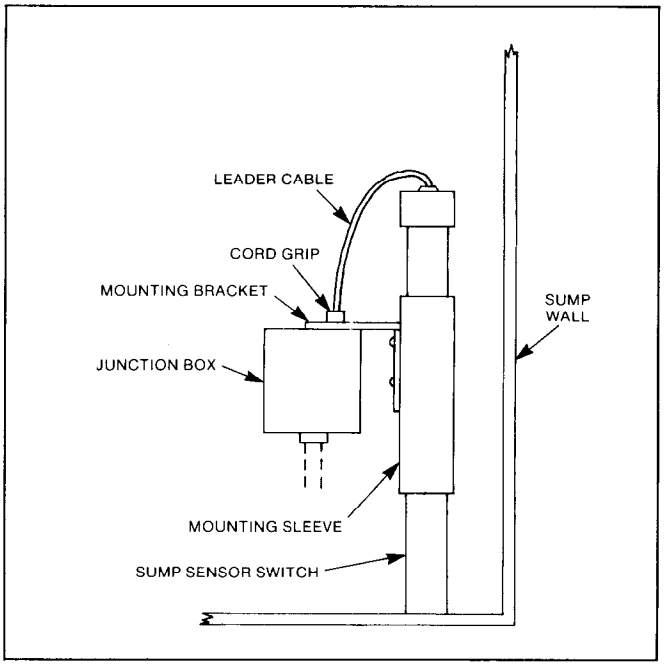
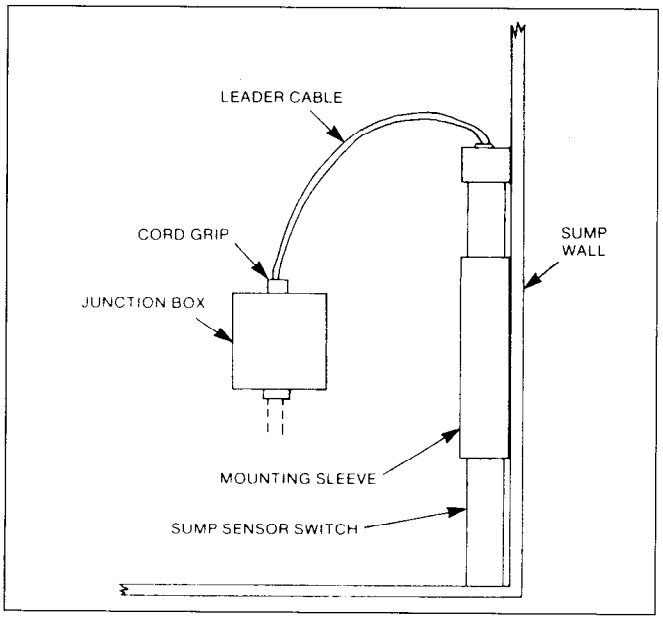

Figure 17. Typical Bracket Mounting.
Figure 18. Mounting Sleeve Cemented to Sump Wall.
The sump sensor switch can be mounted in either of two ways: on the sensor junction box using the mounting bracket and sleeve supplied (see Figure 17, "Typical Bracket Mount"); or, by cementing the PVC mounting sleeve directly to the side of a fiberglass containment sump (see Figure 18, "Mounting Sleeve Cemented to Sump Wall").
3. To mount the sump sensor switch using the mounting bracket (see Figure 17, "Typical Bracket Mounting"):
4. To mount the sump sensor switch by cementing the PVC mounting sleeve to the sump wall (fiberglass sumps only) (see Figure 18, "Mounting Sleeve Cemented to Sump Wall"):